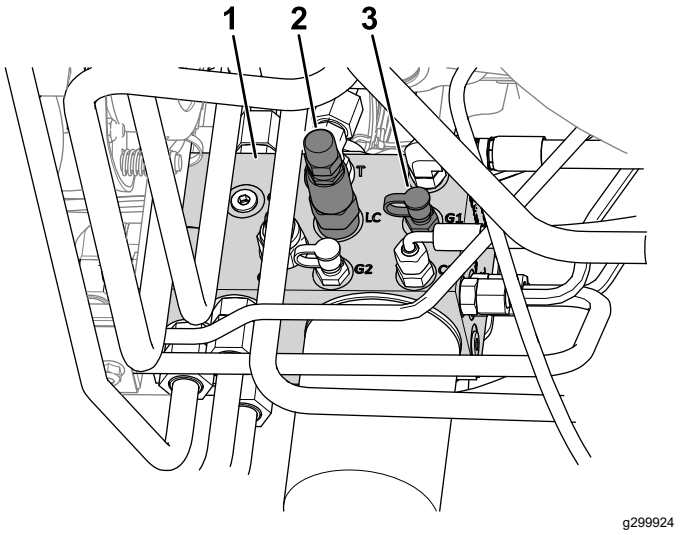

Figur 21
4. Tilslut en trykmåler til testporten (mærket G1, se Figur 21).
2. Vægtoverførselsspole (LC)
5. Fjern hætten fra testporten på siden af løftemanifolden (mærket G1, se Figur 21).
6. Løsn kontramøtrikken i enden af vægtoverførselsspolen (mærket LC, se Figur 21).